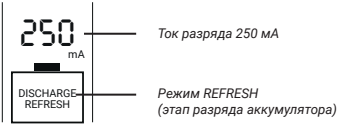

Рис. 6
6.3 Начнется этап разряда. На дисплее отобразится надпись «DISCHARGE REFRESH» и установленный ток разряда (см. Рис. 6).